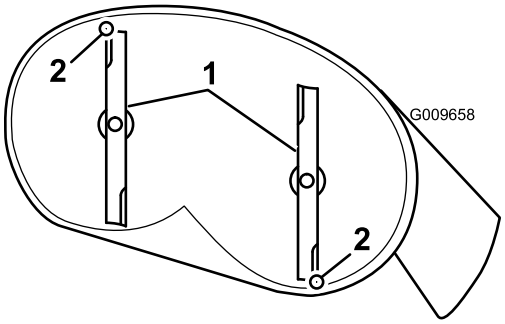

Figure 52
4. Carefully rotate the blades so they are facing front to rear (Figure 52).
5. Measure from the tip of the front blade to the flat surface and the tip of the rear blade to the flat surface (Figure 52). If the front blade tip is not 1/16-5/16 inch (1.6-7.9 mm) lower than the rear blade tip, adjust the front locknut.
8. After adjustment, check the front-to-rear slope again. Continue adjusting the nut until the front blade tip is 1/16-5/16 inch (1.6-7.9 mm) lower than the rear blade tip (Figure 52).